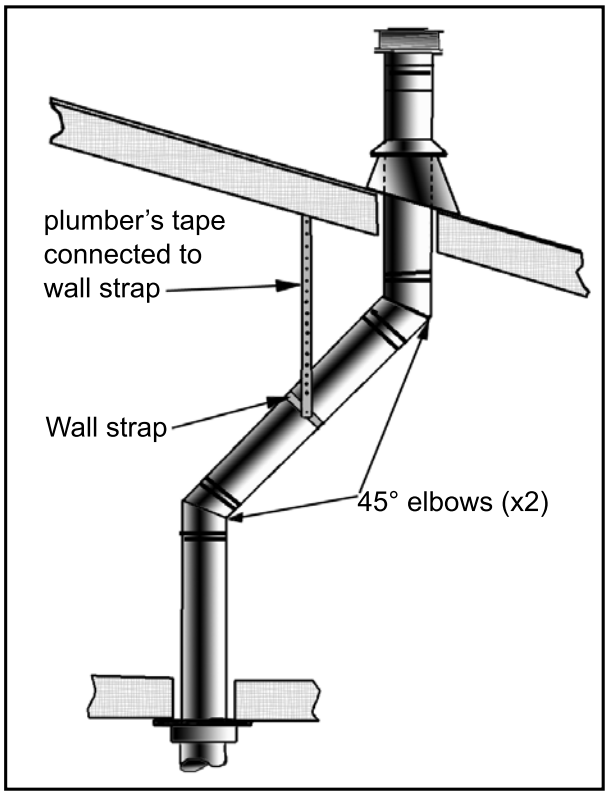

**Figure 31: Use of Wall Straps.**
**(1)** If an offset is necessary in the attic to avoid obstructions, it is important to support the vent pipe every 3 feet (914 mm), to avoid excessive stress on the elbows, and possible separation. Wall straps are available for this purpose (see Figure 31).